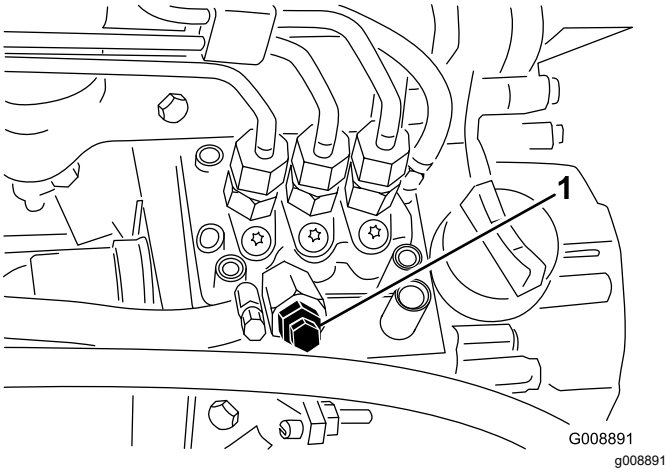

Rysunek 35
4. Odkręć śrubę odpowietrzania na pompie wtryskowej paliwa (Rysunek 35).